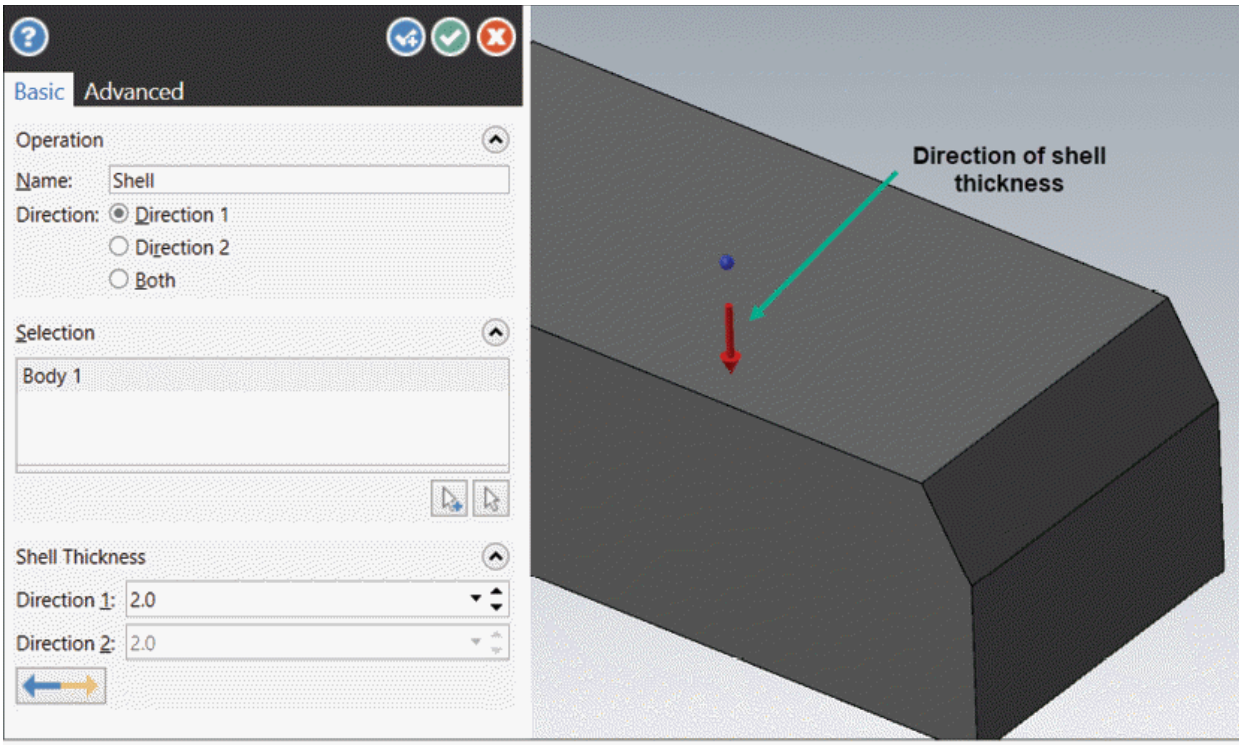

Figure-61. Shell thickness direction
- Select the solid body to which you want to apply thickness and remove internal material. After selecting the body, click on the **OK** button from the dialog box. The direction of shell thickness will be displayed; refer to Figure-61. Note that if you select a face of solid then the selected face will be removed from shell body.